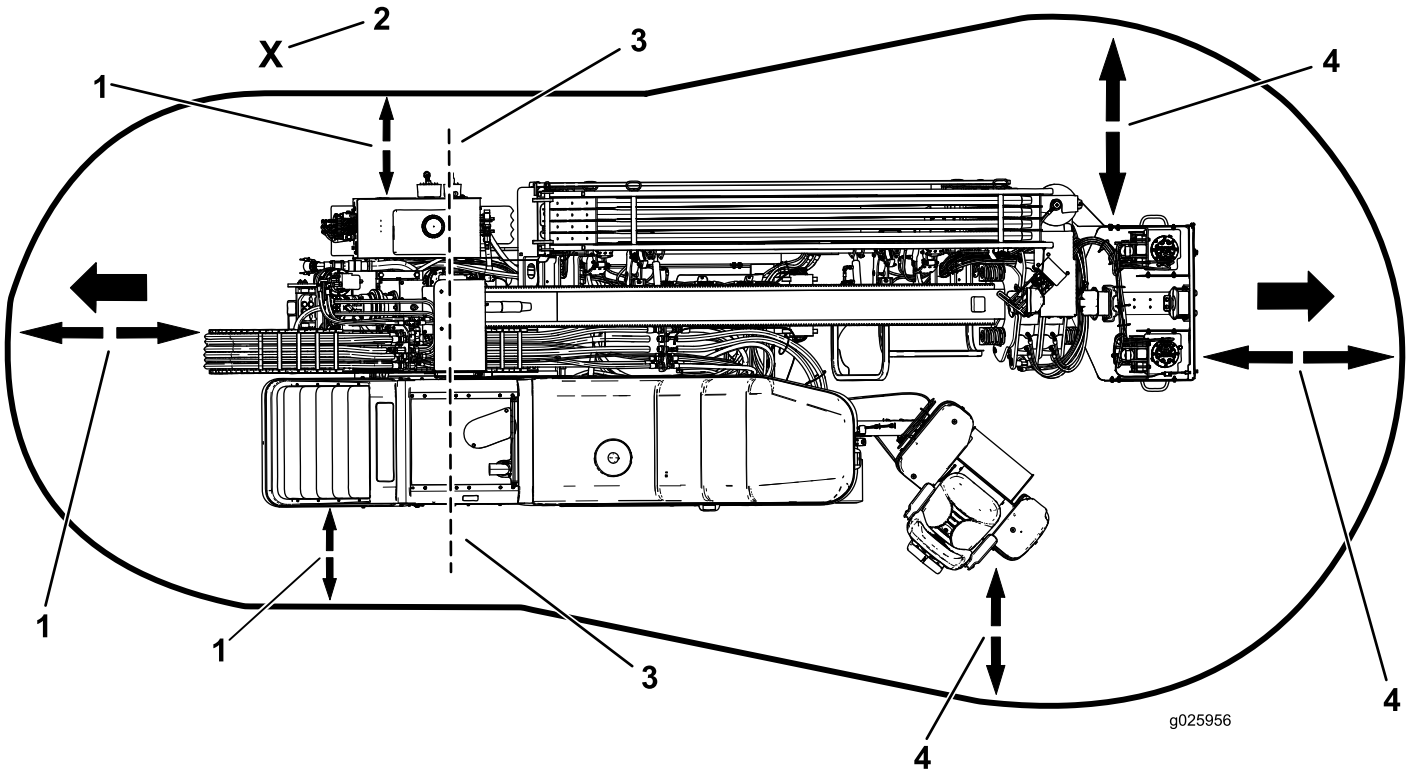

Rysunek 3
- Obsługiwać kasetę sterowniczą napędu, idąc obok wiertnicy poza strefą zagrożenia (Rysunek 3).